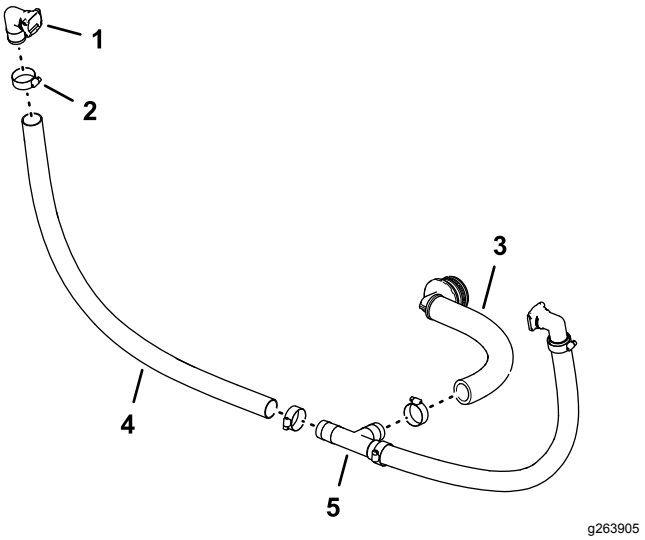

Figur 92
1. Monter 90° lyntilslutningsfittingen (sokkel – 1") i slangen (1" x 26"), og fastgør slangen til fittingen med en slangeklemme som vist i Figur 92.
2. Monter den ledige ende af slangen på T-stykket som vist i Figur 92, og fastgør slangen på fittingen med en slangeklemme.
4. Monter 90° fittingen med modhager og slangeenheden på T-stykket, og fastgør slangen til fittingen med en slangeklemme (Figur 92).